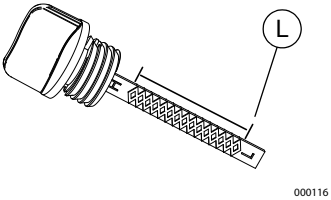

Figure 2-3. Safe Oil Operating Range
6. See *Figure 2-3*. Remove dipstick and verify oil level is within safe operating range above the lower limit (L).